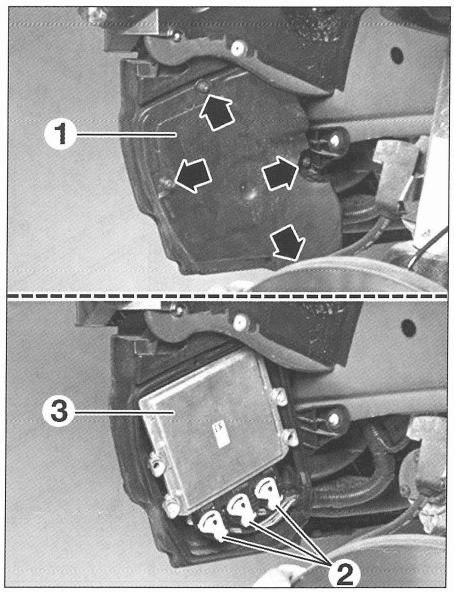

FIG. 25
- los 4 tornillos de la carcasa en el dorso del resonador **(fig. 25).**
- la carcasa (1).